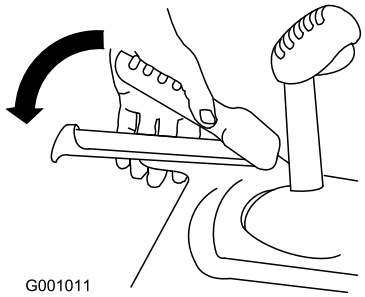

Bild 31
1. Drücken Sie zum Einkuppeln des Fahrantriebs den linken Hebel (Fahrantrieb) zum Handgriff (Bild 31).